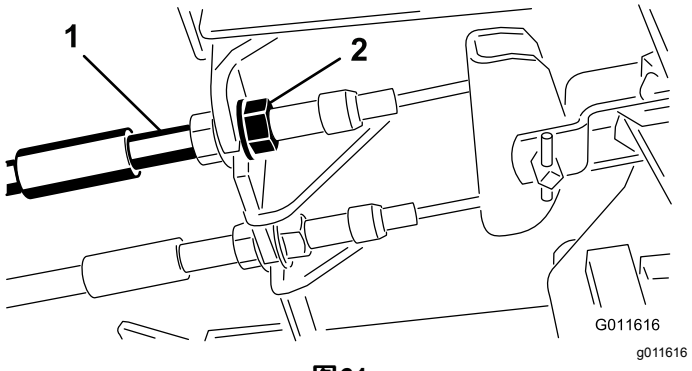

图61
1. 要缩短刹车踏板的自由行程可以通过松开刹车拉线螺纹端的前螺母紧固刹车图61。